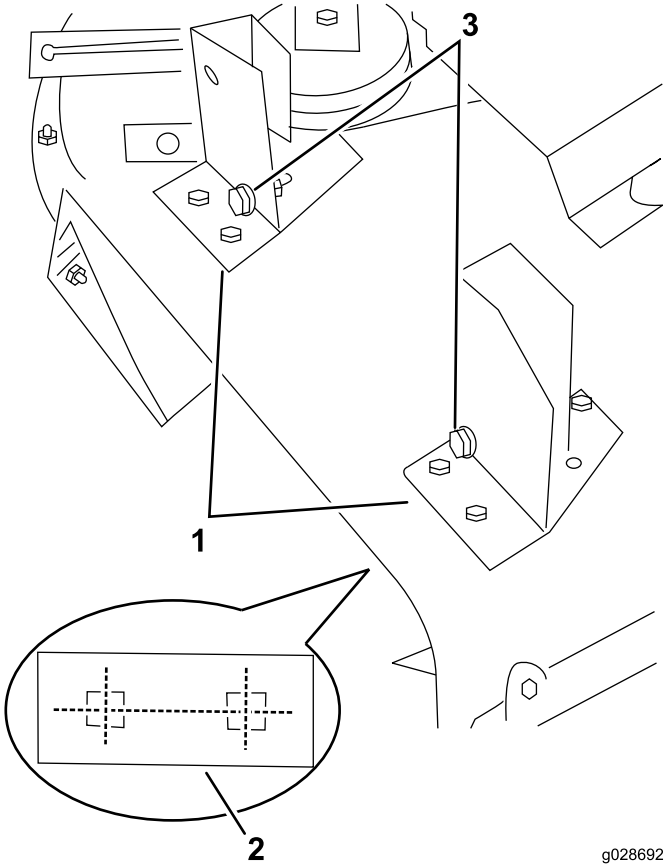

**Figura 11**
1. Coloque el soplador y los soportes de montaje en la carcasa, alinee los orificios de montaje con los taladros que usó anteriormente para montar el deflector de hierba (Figura 11).
2. Asegúrese de que no hay holgura entre el soplador y la carcasa de corte, sujete todos los soportes a la carcasa con una chapa del soporte (Figura 11), 2 pernos de cuello cuadrado (5/16-18 x 3/4 pulg.) y 2 contratuercas.
9. Deslice el soplador en los pernos de de alineación del soporte de montaje (Figura 11) mientras pasa la correa alrededor de la polea del soplador.